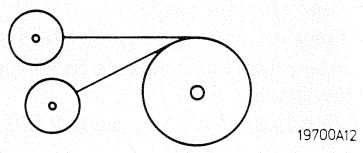

Fig. 2.11
- Die beiden Seile nahezu restlos auf die Rollen aufwickeln: die Wickelrichtung ist linksherum (von der Betriebsstellung der Rollen her betrachtet) - (siehe Abb. 2.11).